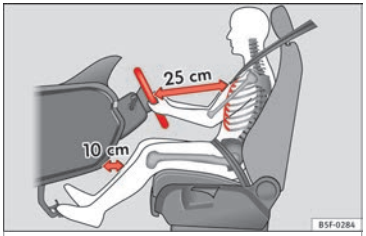

Fig. 94 Distancia correcta entre el conductor y el volante.
– Ajuste el volante de modo que quede una distancia mínima de 25 cm entre el volante y el tórax ››› fig. 94.
- **Coloque el asiento del conductor de forma que quede una distancia mínima de 25 cm entre el tórax y el centro del volante ››› fig. 94. Si la distancia es inferior a los 25 cm, el sistema de airbags puede no protegerle correctamente.**